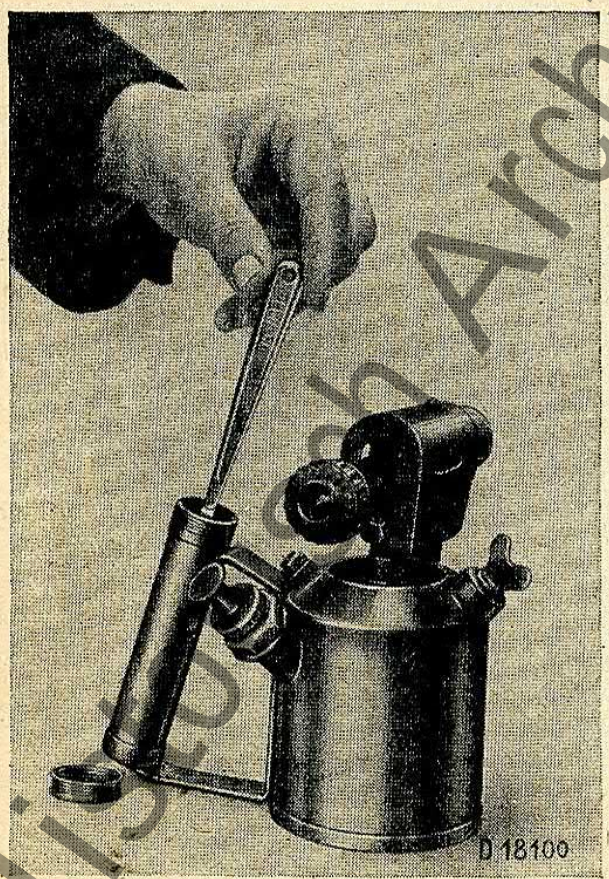

Bild 2: Reinigungsnadel aus Heizlampengriff nehmen
3. Düse verstopft: Mit beigegebener Reinigungsnadel vorsichtig reinigen (Bild 2/3).